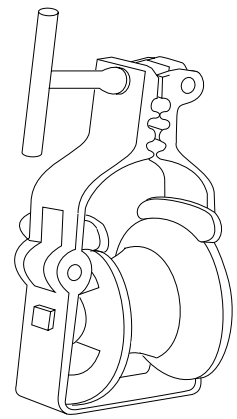

Figure 32 - One-sheave cable block
7.15 Heavy corners can cause the cable to jump out of a normal cable block, as well as place loads which exceed the block's plastic or rubber roller specifications. At such locations, use a one-sheave pulling block to prevent the cable from riding out of the block (Figure 32).